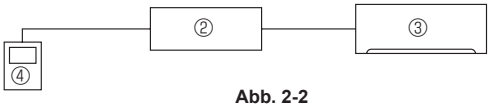

**Abb. 2-2**
**Verwendung als verdrahtete Fernbedienung (Abb. 2-2)**